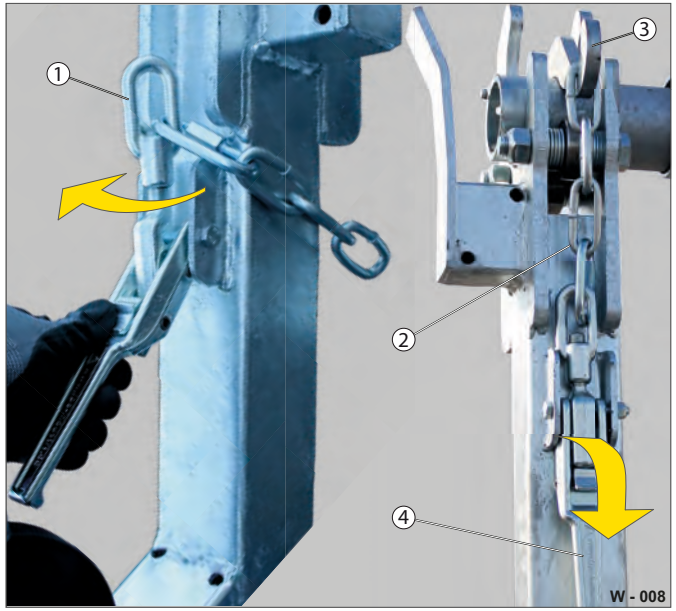

Fig. 8 Indstilling af kædesikring
Excenterlukningernes stramning må ikke være for kraftig - kæden skal fortsat kunne bevæges! Krogen (Fig. 8 /3) må ikke klemme transportakslen!
- Drej øjet (Fig. 8 /1) et par gevindomdrejninger ind.
- Luk lukkeanordningen: Håndtaget (Fig. 8 /4) skal være låst.